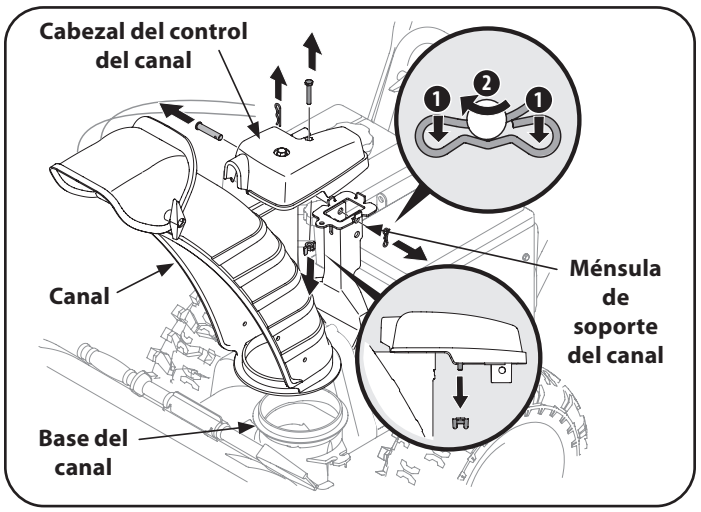

Figura 34
1. Retire el pasador de chaveta, la tuerca de mariposa y el tornillo hexagonal del cabezal de control del canal. Extraiga el pasador de horquilla y el pasador de chaveta con unión curva de la ménsula de soporte del canal. Consulte Figura 34.